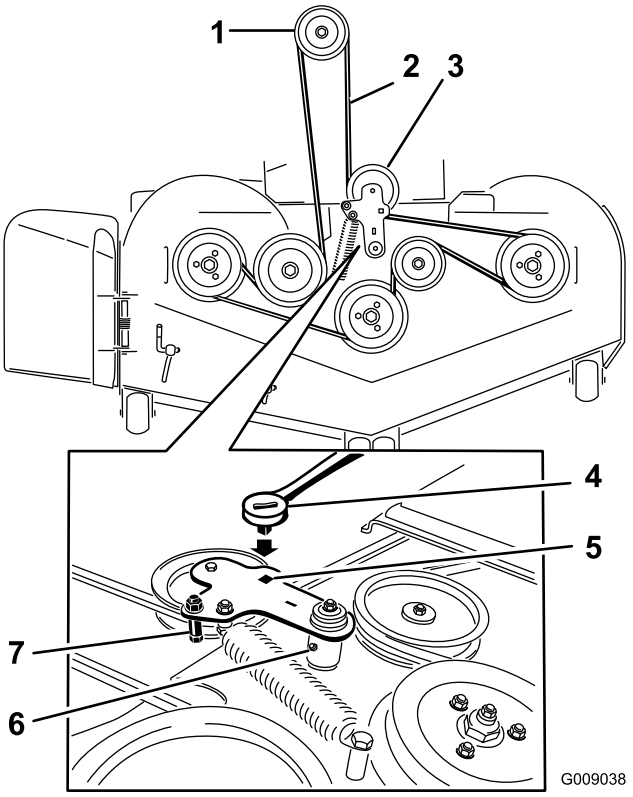

Figur 73
5. Brug en skralde i det firkantede hul i styrearmen for at fjerne spændingen på styrefjederen (Figur 73).
7. Fjern remstyret på den fjederbelastede styreremskivearm vist i Figur 73.
9. Før den nye rem rundt om plæneklipperens remskiver og koblingsremskiven under motoren (Figur 73).
10. Monter remstyret på styrearmen vist i Figur 73.
11. Monter styrefjederen ved at bruge skralden i det firkantede hul (Figur 73).